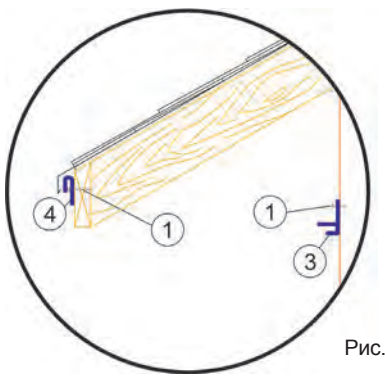

Рис. 9
При отсутствии направляющих брусков закрепите на стене F-планки (3) (рис. 9).